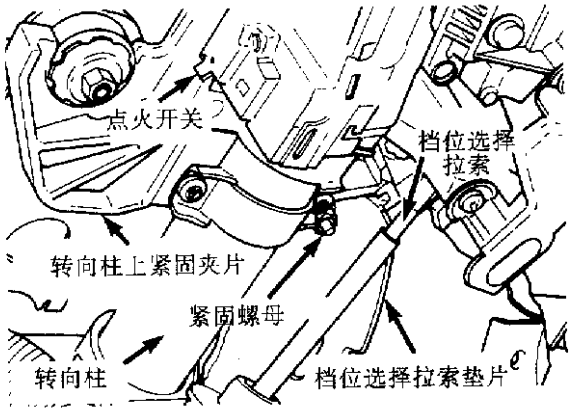

图9-33　档位选择拉索垫片
(22)从转向柱上紧固垫片上取下档位选择拉索垫片(图9-33)。